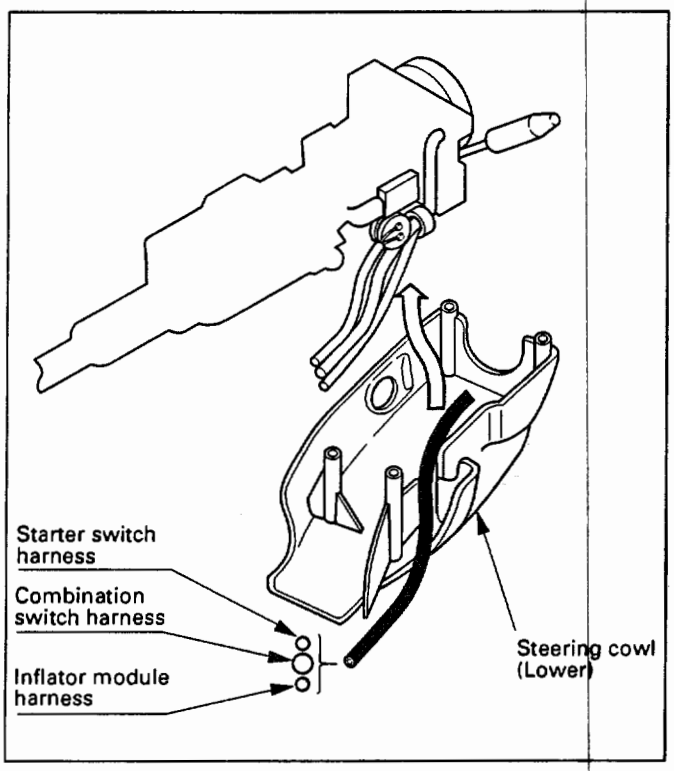

Fig. 8-61
1. When installing the steering cowl, be sure to pass the harnesses through the route as shown in the illustration so that the starter switch, the combination switch and the inflator module harness will not get caught. (Fig. 8-61)